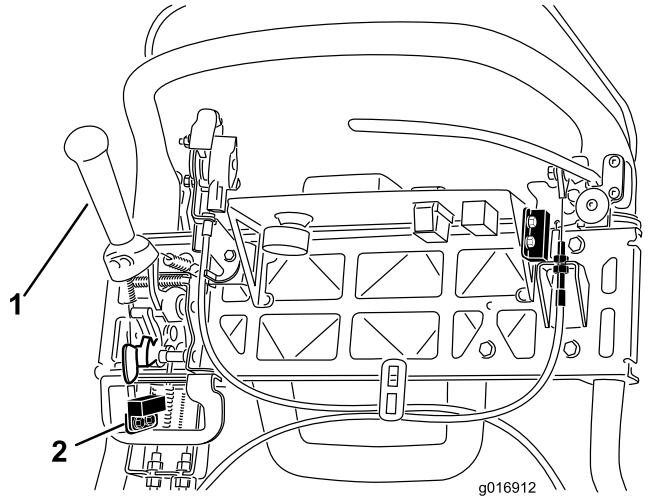

Figur 39
4. Løsn sikkerhedskontaktens fastgørelsesanordninger (Figur 39).
5. Anbring et afstandsstykke på 1,6 mm mellem traktionshåndtaget og sikkerhedskontakten (Figur 39).